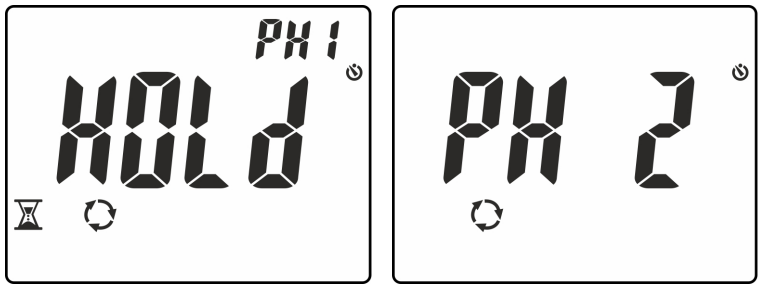

Fig. 12: Reconocimiento fase L1 y espera para fase L2
4. En condiciones correctas de tensión y frecuencia, el instrumento muestra el mensaje "**HOLD**", los símbolos ⧗ y "PH1" y emite un sonido continuo en espera del reconocimiento de un valor estable de tensión sobre la fase L1 (ver la Fig. 12 – parte izquierda)
5. **No retire la punta de la fase L1** hasta la visualización del mensaje "**PH 2**" parpadeante en pantalla (vea la Fig. 12 – parte derecha)